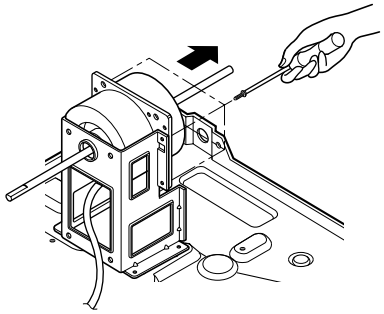

**Figure 9**
5. Remove the 4 screws which fasten the motor. (See Fig. 9)